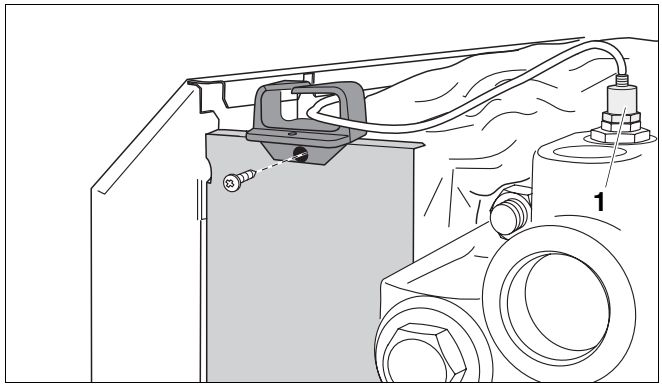

Fig. 48 Installing the cable entry
- Slide the rubber sleeve over the sensor and attach boiler sensor cable (➔ Fig. 48).